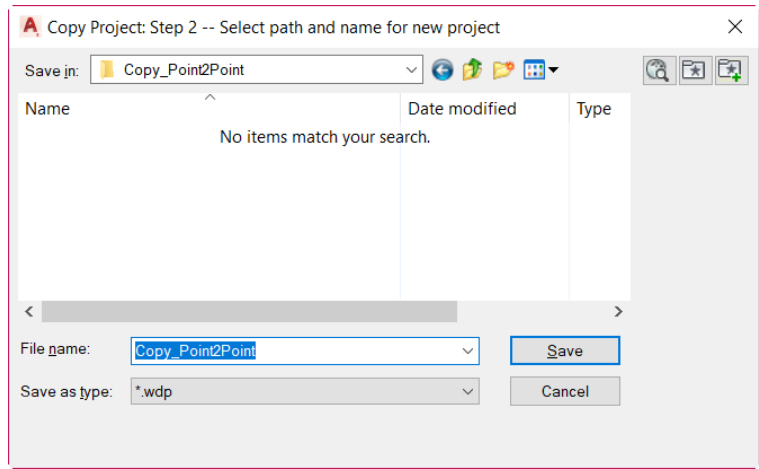

***Figure 2-69** The **Copy Project: Step 2 -- Select path and name for new project** dialog box*
4. Double-click on the **Copy_Point2Point** folder in the **Copy Project: Step 2 -- Select path and name for new project** dialog box and then enter **Copy_Point2Point** in the **File name** text box, refer to Figure 2-69.